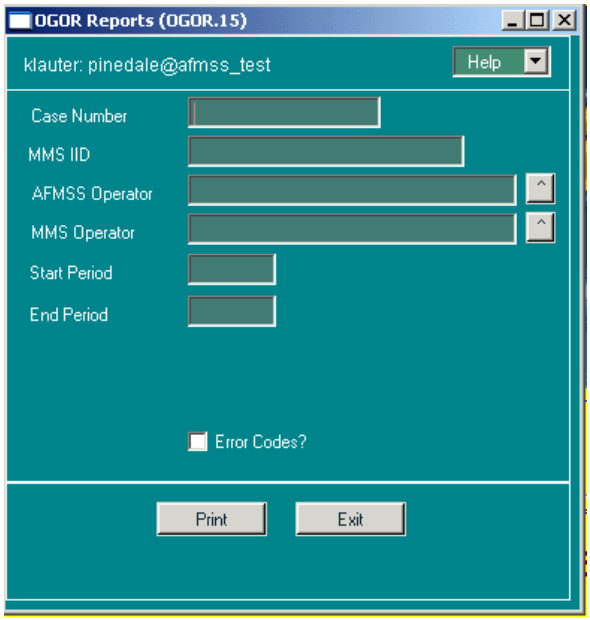

Figure 7-15: OGOR Reports (OGLR.15) Window
1. From the *Non-Indian AFMSS Main Menu* select **OGOR** then **OGOR Reports** to display the reports submenu. From the submenu select **OGOR Report (OGOR.15)** to launch the report window (Figure 7-15).